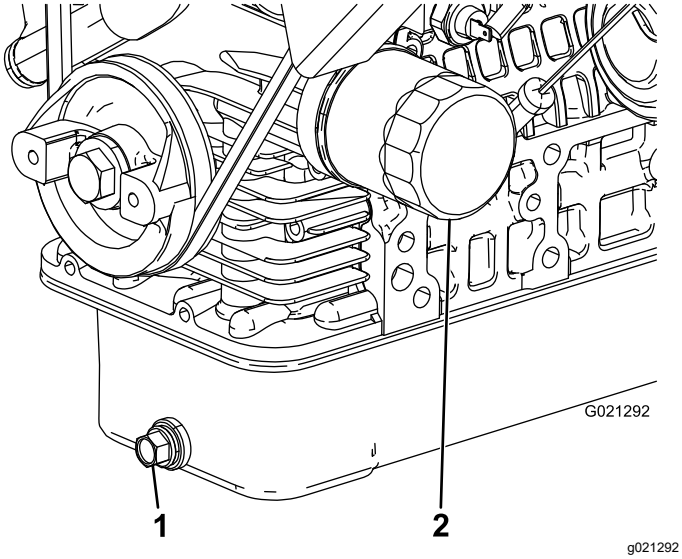

Figura 37
2. Retire o tampão de escoamento e deixe o óleo escorrer para um recipiente adequado (Figura 37).
4. Retire o filtro do óleo (Figura 37).